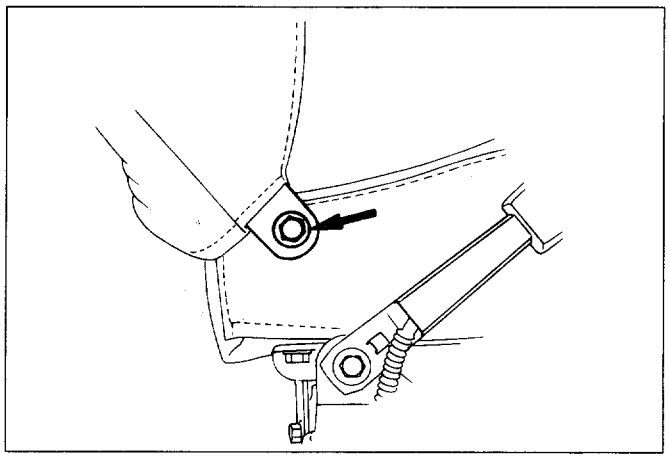

Fig. 10-187
- Remove the seat back assembly fixing nut on the opposite side of the reclining device (Fig. 10-187).